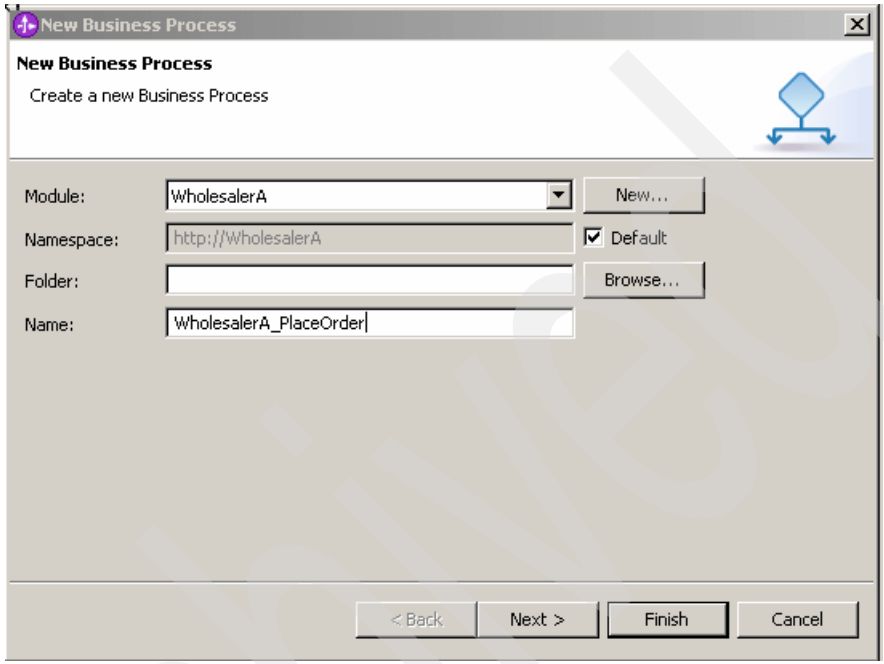

Figure A-30 New Business Process window
2. In the New Business Process window (Figure A-30), leave Namespace set to `http://WholesalerA`. In the Name field, type `WholesalerA_PlaceOrder`. Click **Next**.